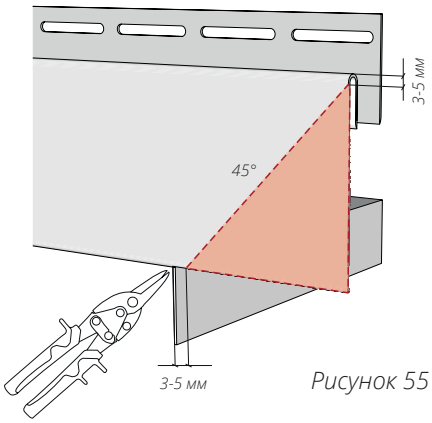
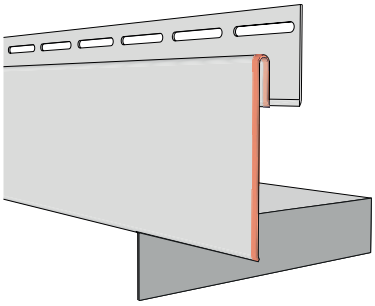
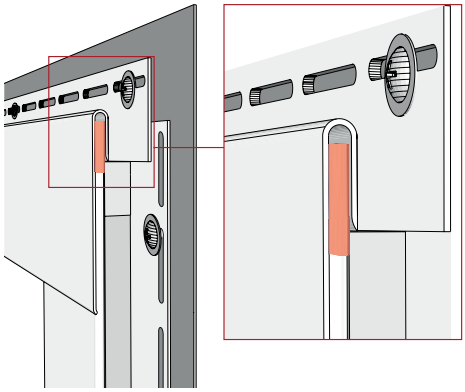

Рисунок 55
Рисунок 63
Рисунок 66
13.11 Если соединение околооконных планок нужно выполнить под углом 45°, верхнюю околооконную планку с обеих сторон нужно подрезать согласно рис. 55.
13.15 После монтажа околооконные и финишные планки должны оставаться подвижными. На рис. 63, 64, 65 показаны части, которые необходимо точечно подогнать. На рис. 66 показана верхняя часть боковой околооконной планки, которую можно поджать, используя клещи прямые, чтобы в месте примыкания был более легкий ход. При подрезе верхней околооконной планки под угол 45° (рис. 55) использовать поджим не нужно.